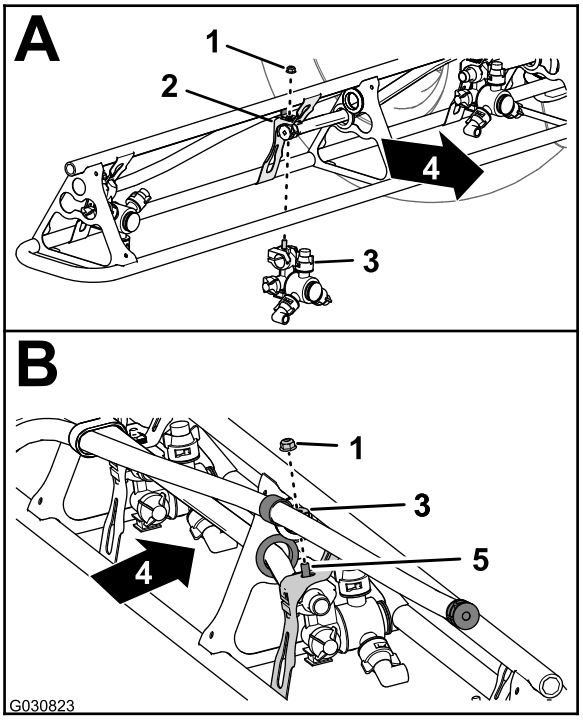

Figuur 109
- Monteer aan spuitdoplocaties 1 en 4 de spuitdop op de spuitdopbeugel (A in Figuur 109); gebruik hierbij de flensborgmoer (5/16") die u verwijderd hebt in stap 2 van Verwijderen van de spuitdoppen van de buitenste spuitbomen (bladz. 45).
- Monteer aan spuitdoplocaties 2 en 3 de spuitdop op de spuitdopbeugel (A en B in Figuur 109); gebruik hierbij de flensborgmoer (5/16") die u verwijderd hebt in stap 2 van Verwijderen van de spuitdoppen van de buitenste spuitbomen (bladz. 45).